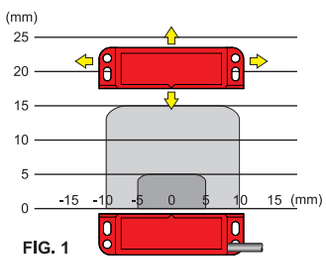
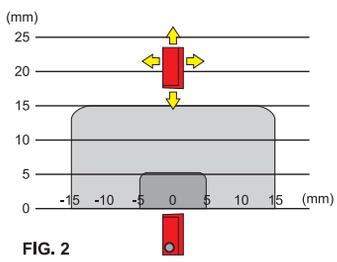

FIG. 1
FIG. 2
N.B. : The activation areas shown in Fig.1 and Fig. 2 are indicative.